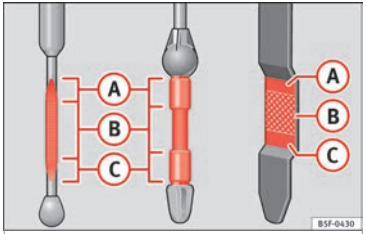

Fig. 242 Marked engine oil dipstick
- When the oil level is at least in the ››› Fig. 242 (B) zone, insert the dipstick into the tube fully to avoid engine oil escaping when the engine is running.
- **If the engine oil level is above the area ››› Fig. 242 (A) do not start the engine. Seek specialist assistance. Otherwise catalytic converter and engine damage may occur.**
The oil level must never be above area ››› Fig. 242 Ⓐ. Otherwise oil can be drawn in through the crankcase breather and escape into the atmosphere via the exhaust system.